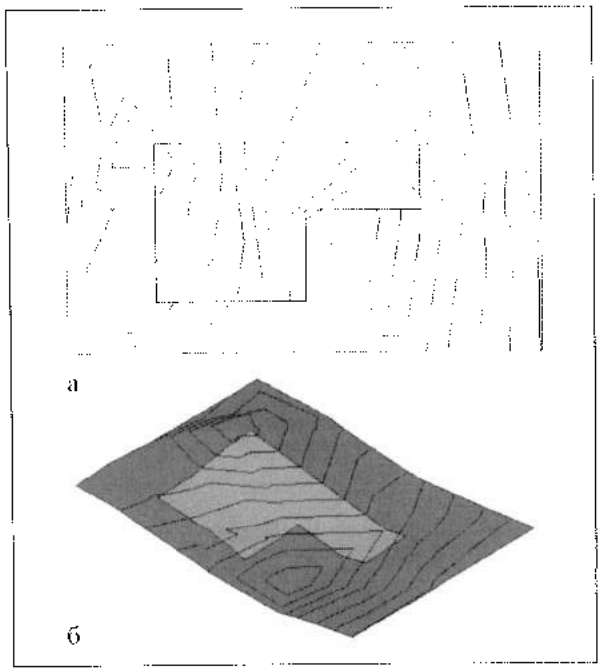

Рис. 22.19. *Формирование участка*
4. Создать участок на топо-поверхности (рис. 22.19):